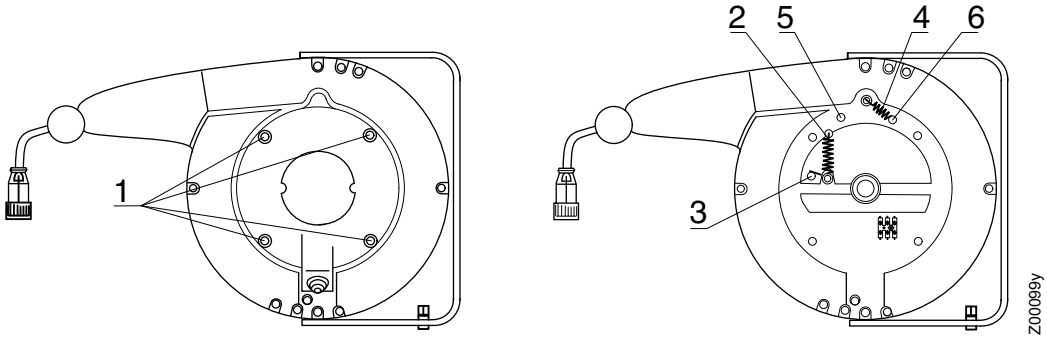

Abb. 4: Stoppvorrichtung Aluminium-Kabelrücklaufrolle
- Durch Lösen der vier Schrauben (1) wird der Seitendeckel entfernt (siehe Abb. 4).
- Feder (4) statt bei Bolzen (5) am Bolzen (6) einhängen.
- Schraube (2) herausschrauben (lösen), damit die Sperre (3) frei beweglich ist.
- Feder (4) statt bei Bolzen (6) am Bolzen (5) einhängen.
- Die Sperre (3) um 120° im Uhrzeigersinn drehen und die Schraube (2) ganz einschrauben, damit die Sperre außer Funktion gesetzt wird.